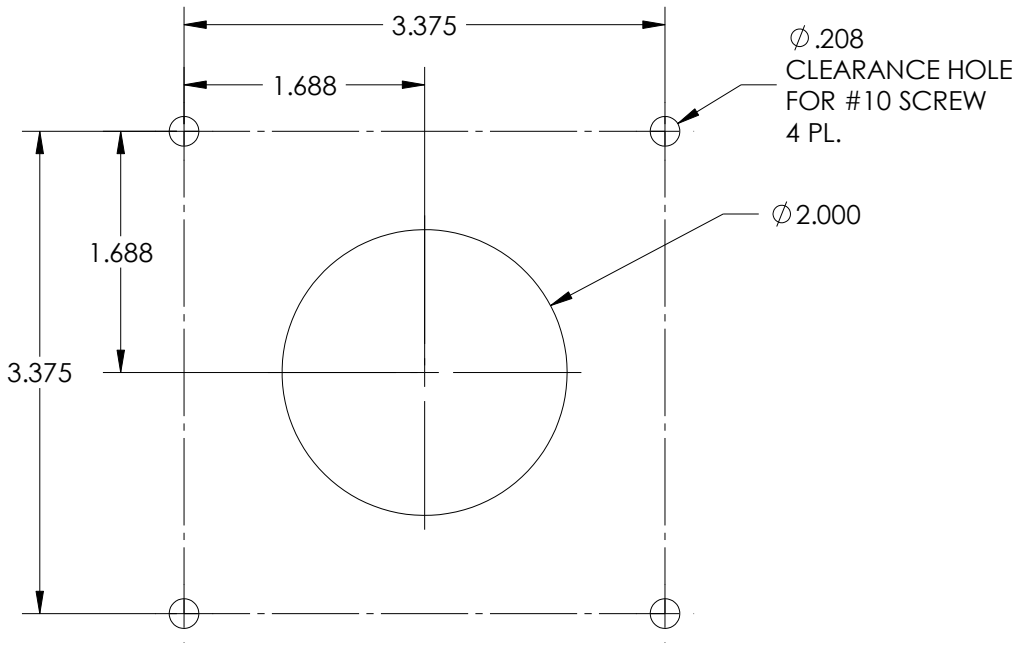

Figure 7 – Command & Control Center Hole Pattern
a. Create hole pattern as shown in Figure 7.